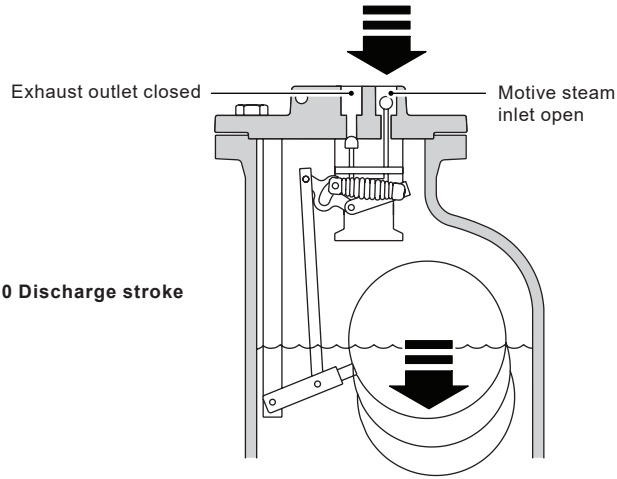

Fig. 10 Discharge stroke
3. As the float (**7**) continues to rise the mechanism link (**9**) is engaged which increases the tension in the springs (**10**). When the float (**7**) has risen to its upper tripping position, the linkage mechanism snaps upward over centre. The energy in the springs is released as mechanism link (**9**) accelerates upward, simultaneously opening the motive steam inlet valve and closing the exhaust valve (Fig. 10).